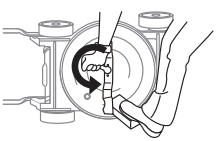

Fig.15A
- Quita el perno hexagonal y la arandela que sujetan la cuchilla y el adaptador de la cuchilla al cigüeñal del motor. Retire la cuchilla y el adaptador del cigüeñal (Fig. 15A)